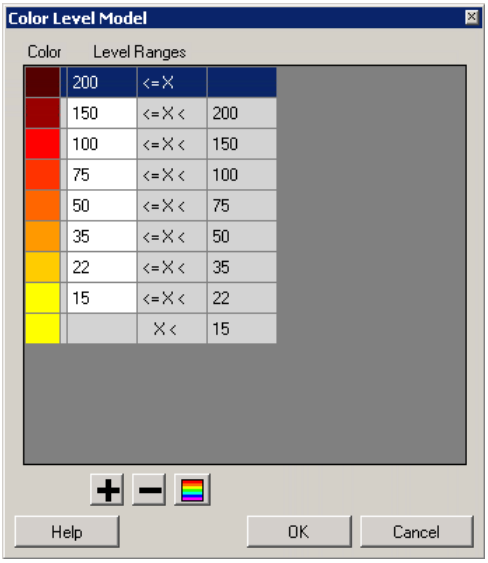

Figure 4-5 Color Level Model Dialog Box
a. Click *Color Levels* to open the *Color Level Model* dialog box (Figure 4-5).